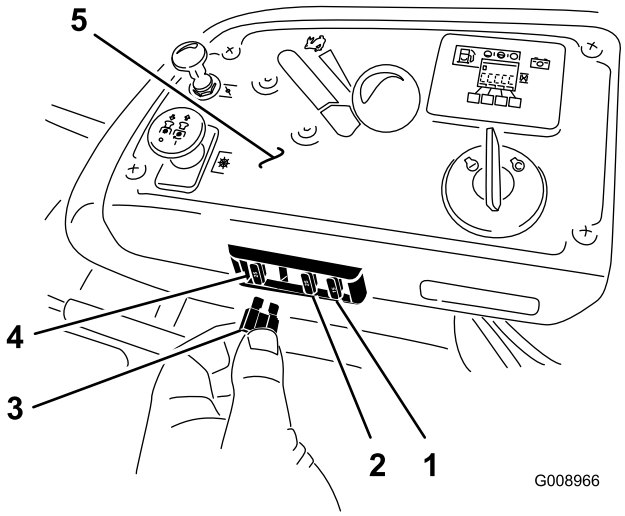

Figur 61
1. Säkringarna sitter på konsolen till höger om sätet (Figur 61).
3. Sätt i en ny säkring (Figur 61).